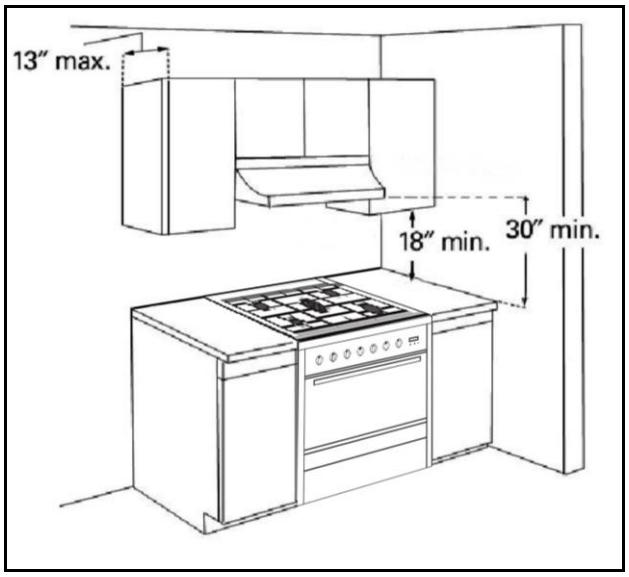

Figure 1
• ⚠ Afin d'éliminer les risques de brûlures ou d'incendie par l'atteinte d'unités de surface trop chauffées, l'espace pour des armoires de rangement situées au-dessus des unités de surface doit être laissé libre. Si vous devez y installer des armoires de rangement, le risque peut être réduit en installant une combinaison d'une hotte ou d'une hotte micro-onde avec un minimum de 400 pieds cubes à la minute et s'étendant horizontalement sur un minimum de 12,7 cm (5 po) au-delà du bas des armoires. (Voir la figure 1)
• ⚠ Si une hotte de cuisine est installée au-dessus de l'appareil, veuillez maintenir un espace libre minimum de 76 cm (30 po) entre la surface de cuisson et le bas de la hotte de cuisine. La hotte de cuisine doit être reliée directement aux conduits d'évacuation de la fumée ou à l'extérieur. (Voir la figure 1)
• ⚠ Si possible, veuillez éviter de placer des armoires directement au-dessus de l'appareil. Si vous utilisez des armoires au-dessus de la surface de cuisson, veuillez utiliser des armoires avec une profondeur moindre que 33 cm (13 po). Veuillez vous assurer que les revêtements muraux, le revêtement de comptoir et les armoires autour de l'appareil peuvent supporter une chaleur jusqu'à 93 ºC(200 °F) générée par l'appareil. (Voir la figure 1)
• ⚠ Les dimensions d'ouverture de l'armoire qui sont indiquées doivent être utilisées. Les dimensions données sont l'espace libre minimum. (Voir la figure 1)
• ⚠ Les zones de travail près du fourneau de cuisine doivent avoir un espace libre minimum de 45,7 cm (18 po) entre le revêtement de comptoir et le bas de l'armoire. (Voir la figure 1)
revêtement de comptoir et les armoires autour de l'appareil peuvent supporter une chaleur jusqu'à 93 ºC(200 °F) générée par l'appareil. (Voir les figures 1 et 2)
• ⚠ Les dimensions d'ouverture de l'armoire qui sont indiquées doivent être utilisées. Les dimensions données sont l'espace libre minimum. (Voir les figures 1 et 2)
• ⚠ Les zones de travail près du fourneau de cuisine doivent avoir un espace libre minimum de 45,7 cm (18 po) entre le revêtement de comptoir et le bas de l'armoire. (Voir les figures 1 et 2)